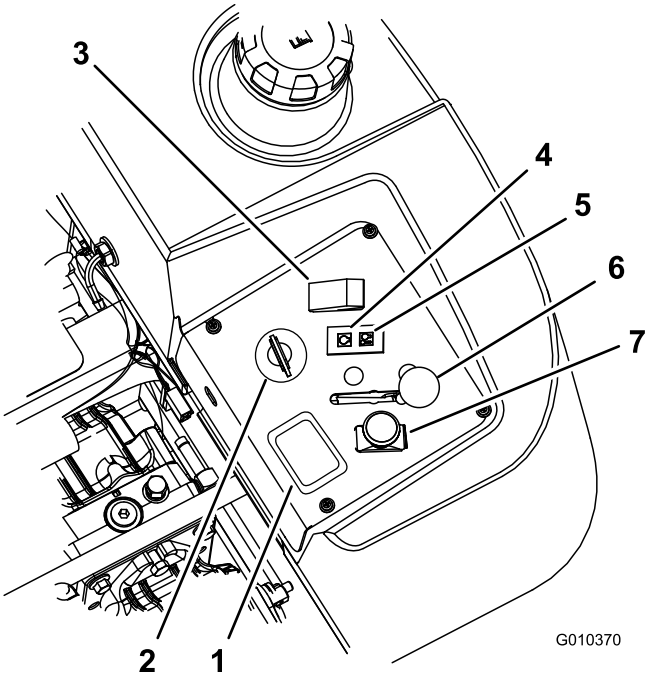

Figur 12
4. För kraftuttagsbrytaren till det urkopplade läget (Figur 12).